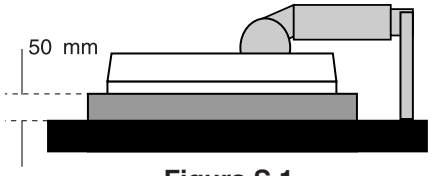

Figura S.1
3. Sistemare il monitor con la faccia rivolta verso il basso su una superficie non abrasiva. (Sistemare lo schermo su una piattaforma di 50 mm in modo che il supporto risulti parallelo alla superficie.) (**Figura S.1**).